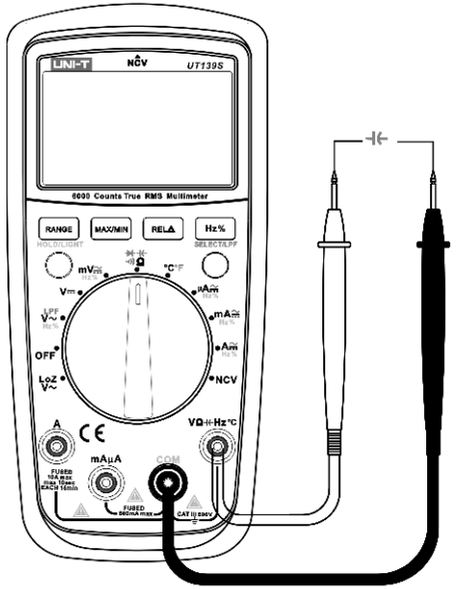

Figure 6
5.Capacitance measurement (see figure 6)